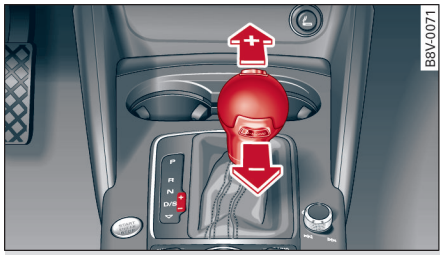

图 106 中控台：用选档杆手动换档
- ▶ 要升高档时，向前短促按压选档杆 ⊕ ⇨ *图 106*。